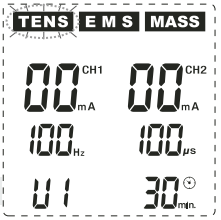

Abb. 18
Schalten Sie das Gerät durch Drücken der Taste ④ (⏻) ein und drücken Sie dann im TENS-Modus oder EMS-Modus zum Aufrufen der einstellbaren Anwenderprogramme wiederholt die Taste ⑥ (P/II), bis links unten im Display das erste der einstellbaren Anwenderprogramme mit der Bezeichnung U1 erscheint. Durch weiteres Drücken der Taste ⑥ (P/II) werden nacheinander alle vorhandenen mit U beginnenden Programme aufgerufen. Beispiel: wenn z. B. im TENS-Programm ein Anwenderprogramm (z. B. U1) eingestellt wurde, erscheint auf dem Display eine Anzeige gemäß Abb. 18.